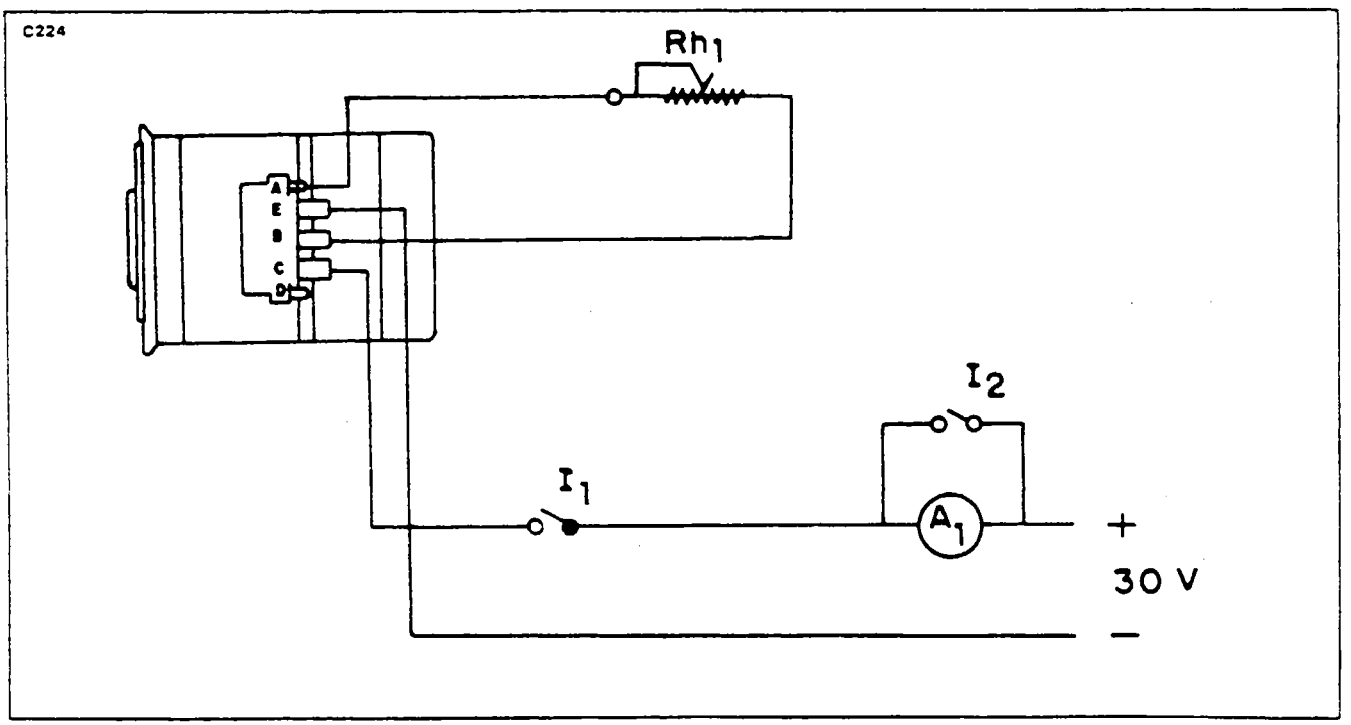

Figure 11-11. Brush Running in Diagram
11-25 BRUSH RUNNING IN (Refer to Figure 11-11.)
1. Install cover (36) and secure it with screws (34) fitted with washers (35). Torque screws (34) to 0.05m daN (4 inch pounds).
2. Install brush band (2) then secure it with screw (1). Torque screw (1) to 0.200m. daN. (18 inch pounds)
3. Connect the starter generator according to Figure 11-11.